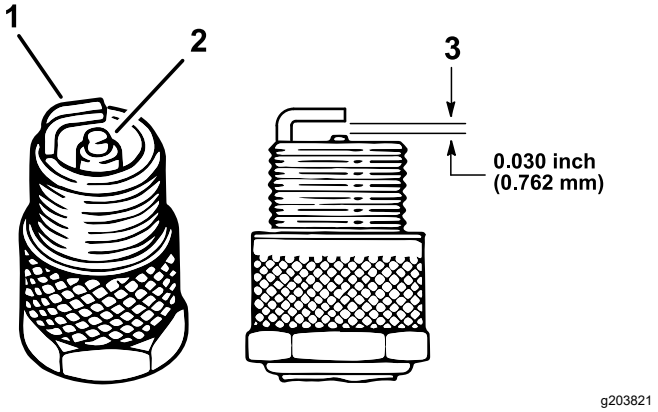

Figur 37
4. Kontroller tilstanden til elektroden på siden, elektroden i midten og elektrodeisolatoren i midten for å sikre det ikke er skader (Figur 37).
5. Still inn elektrodeavstanden mellom midten og siden på elektrodene til 0,762 mm, som vist i Figur 37.